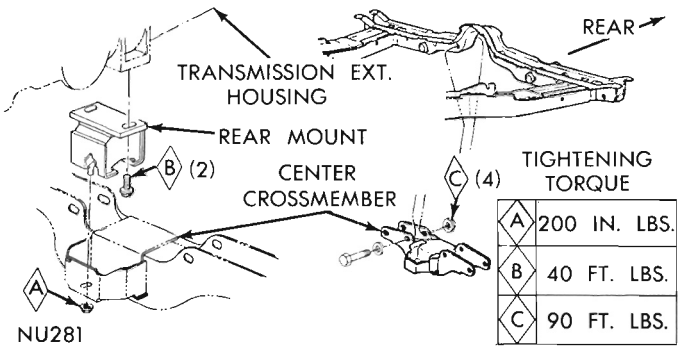

Fig. 2—Engine Rear Support (Except 4-Speed Transmission)
(1) Install insulator to crossmember.
(2) Install crossmember, tightening attaching bolts to specified torque.
(3) Install extension housing mounting bolts tightening to specified torque (Figs. 2 and 3).
(4) Remove transmission jack and lower vehicle.